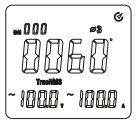

rys. 11-3
* W celu dokonania pomiaru kąt przesunięcia fazowego fazy trzeciej, wybierz przyciskiem SELECT fazę ϕ3. (patrz rys. 11-3).